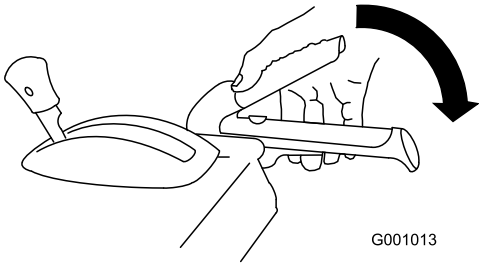

Рисунок 38
1. Для включения привода шнека/крыльчатки прижмите правый рычаг (шнека/крыльчатки) к рукоятке (Рисунок 38).